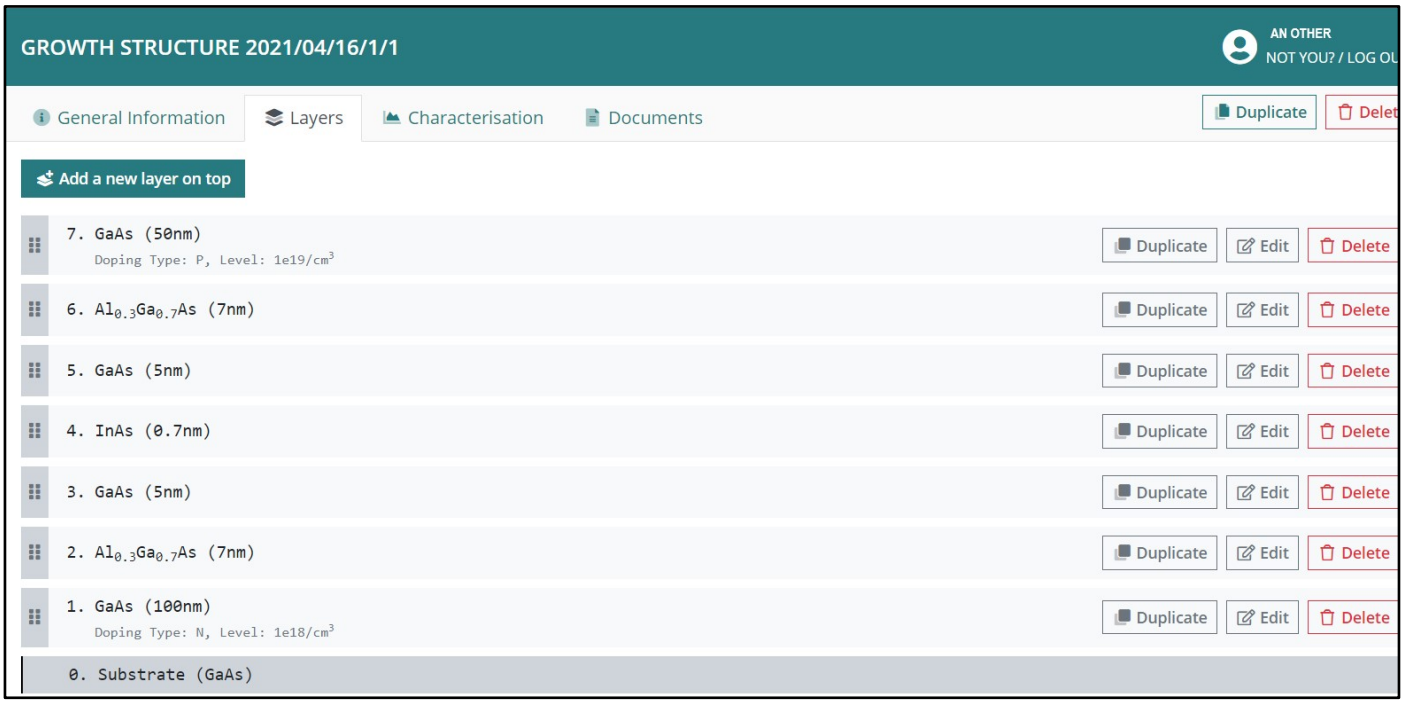

Figure 10 – Completed layer structure
x. Repeat steps **i** to **ix** to place the required layers and their details into the structure. Figure 10 shows a completed structure with several layers after following steps **i-ix**.
- **i.** Choose the '**Characterisation**' tab (figure 10) and opt for any of the available characterisation methods as follows: